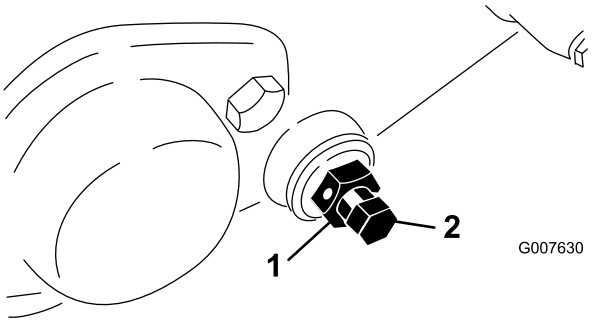

Figur 49
3. Løsne låsemutteren som fester motstangsbolten på begge sider av maskinen (Figur 49).
4. Fjern begge motstangsboltene slik at motstangen kan dras nedover og fjernes fra maskinen. La de to skivene av nylon og stanset stål på hver side av motstangen stå (Figur 49).